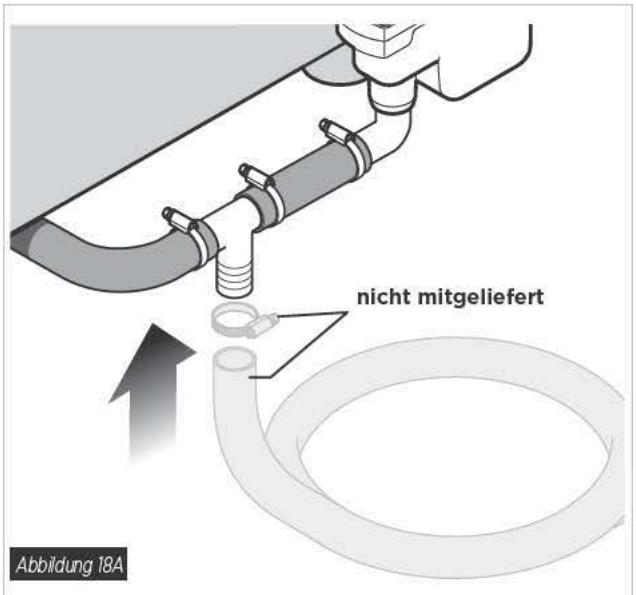

Abbildung 18A
- im hinteren Teil der Bodenöfen (siehe **Abbildung 18A**);